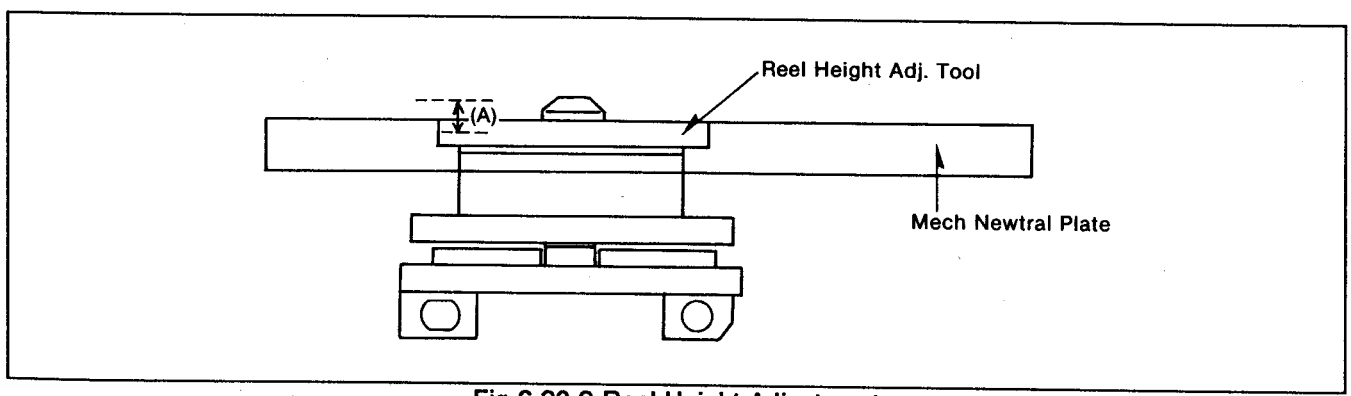

Fig 6-30-2 Reel Height Adjustment
1. Remove the top panel (Refer to item 2-1).
2. Remove the front loading unit (Refer to item 2-3).
4. Set the reel height adjustment tool on the reel table as shown in figure 6-30-2.
5. Confirm that the A position is flat as shown in figure 6-30-2.